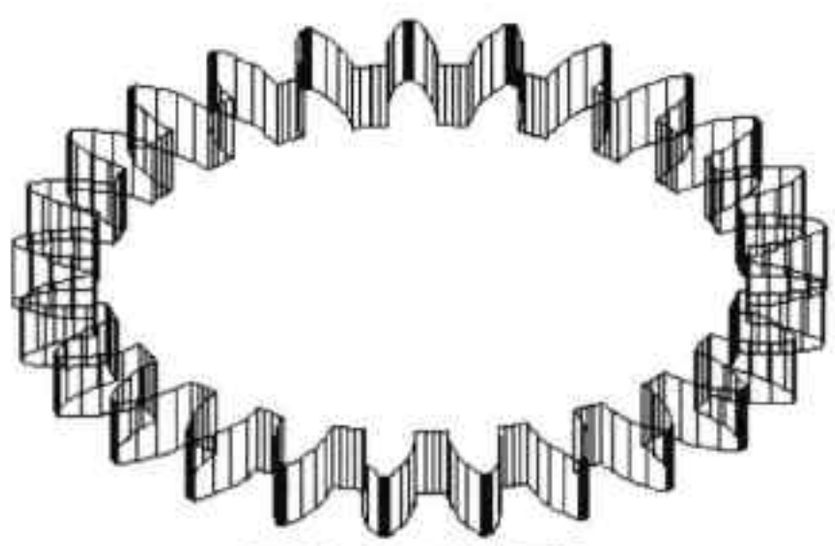

图12-50 拉伸图形
Step13 执行“拉伸”命令，将生成的面域图形向 Z 轴正向拉伸 15mm，如图 12-50 所示。